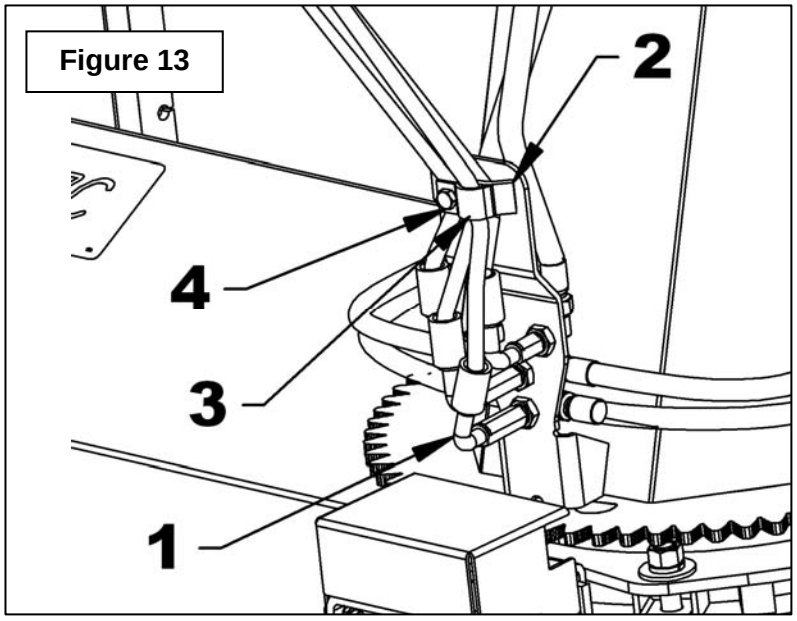

Figure 13
1. **Figure 13:** Use 90° 9/16"JIC swivel female elbows (items 1) (not supplied) to connect the tractor hoses to the four outlets on the base of the telescopic chute.
2. **Figure 13:** Remove the bolt (item 4) and nut holding the two hose clamps together. Place three of the hoses under the large clamp (item 2) and the fourth hose under the single clamp (item 3). Secure the hoses with the bolt and the nylon insert nut.